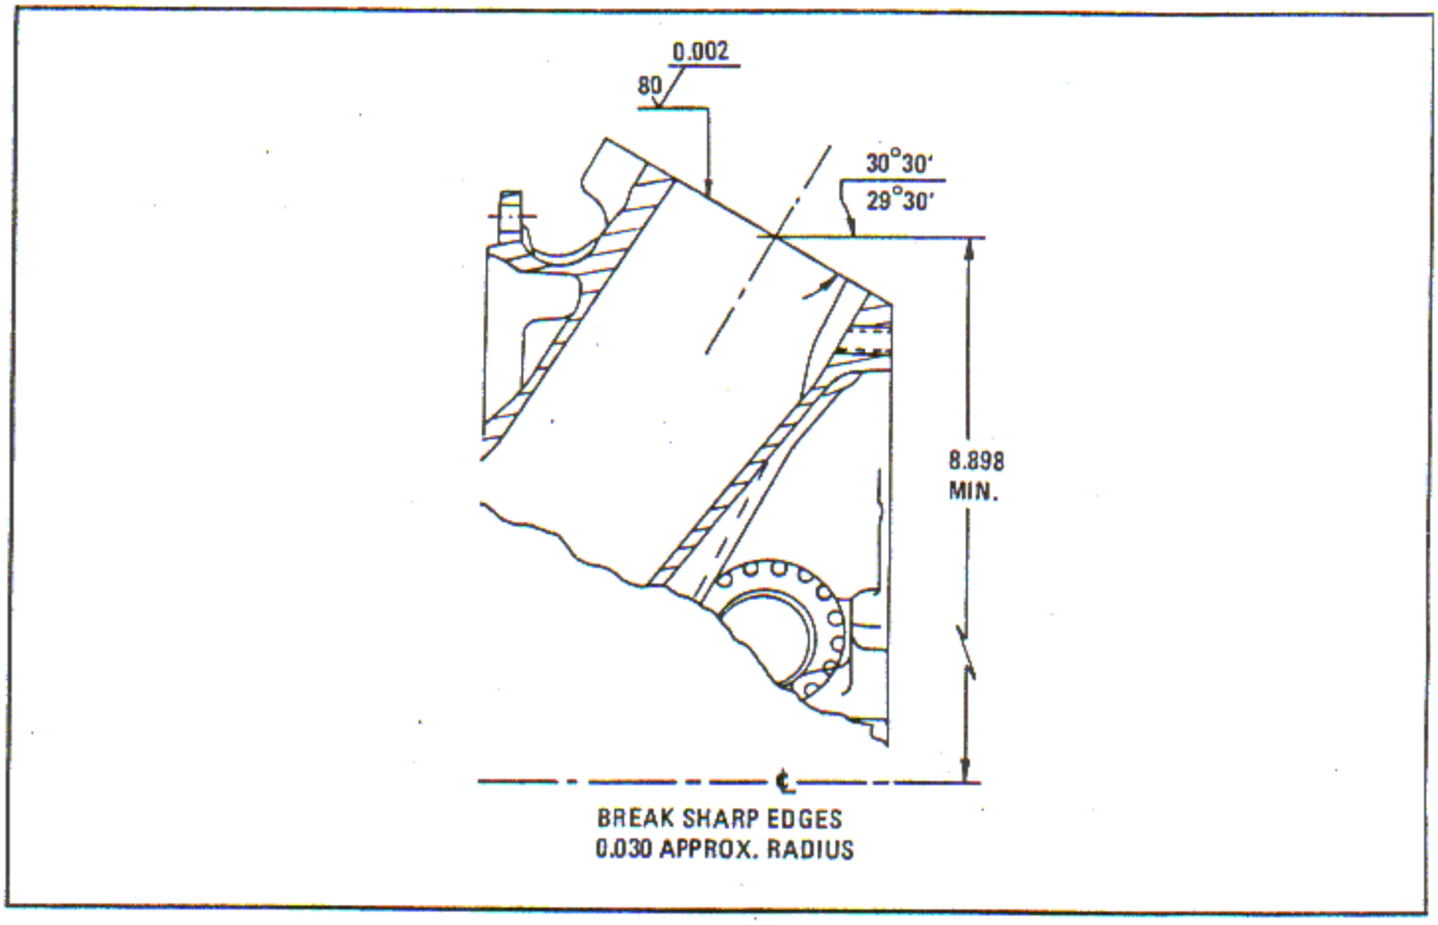

Figure 6-197. Carburetor Mounting Pad Salvage
b. Machine the mounting pad surface to clean it up. The maximum material removal limit is 0.080 inch. Remove only enough material to clean up the mounting pad. See figure 6-197 for applicable dimensions.